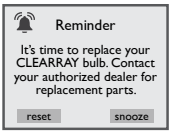

Figure 15.0c
22. CLEAR**RAY** Replacement Reminder: This message will appear when the CLEAR**RAY** bulb reminder time has expired (Figure 15.0c). The CLEAR**RAY** bulb must be replaced.